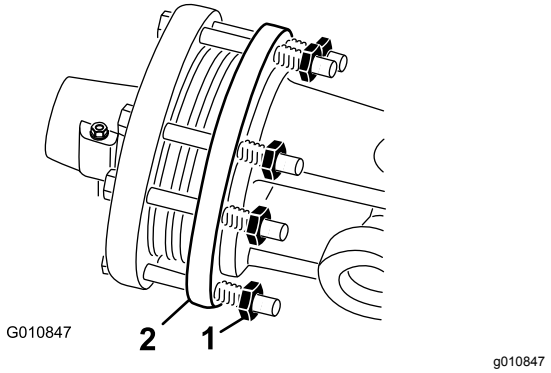

Figuur 50
1. Draai aan het einde van het seizoen beide moeren van de koppeling 2 slagen los (Figuur 50).